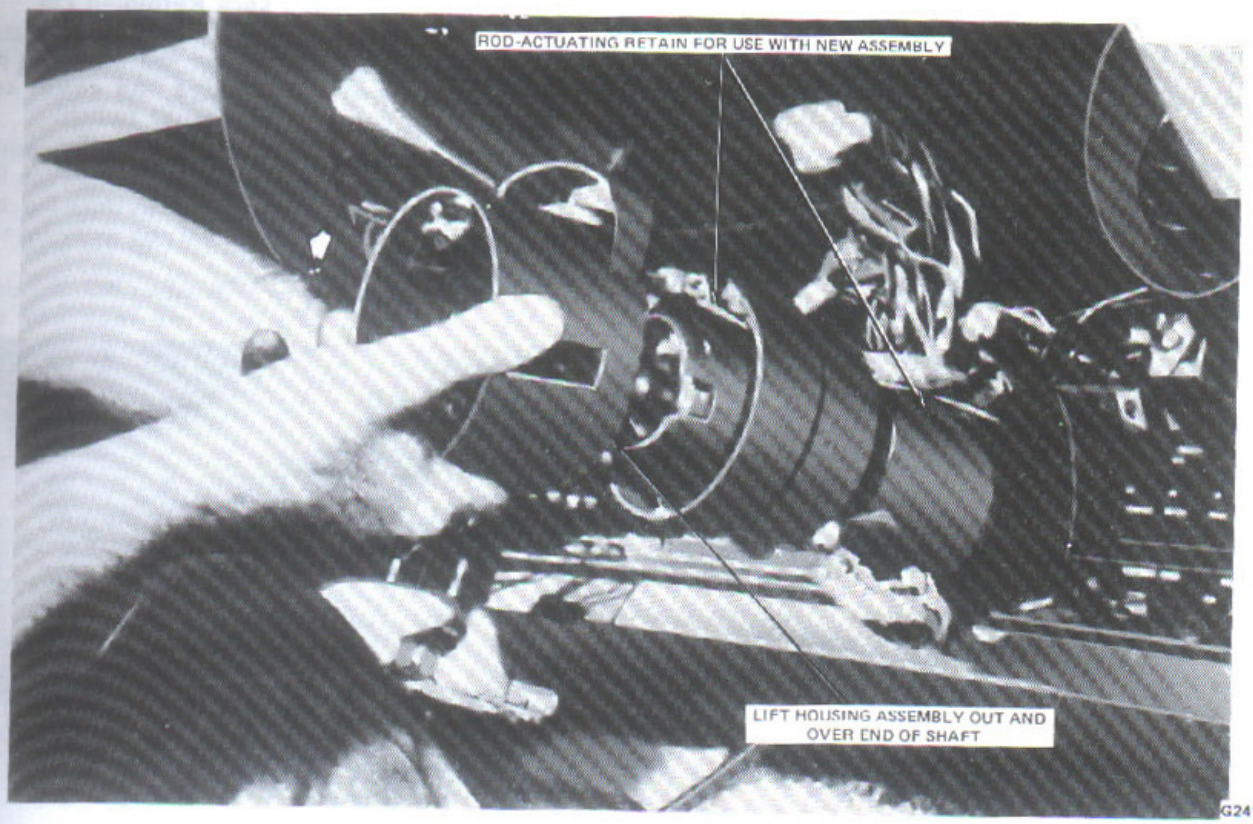

FIG. 11 Removing Flange Casting
7. Remove the upper bearing snap ring and the (2) T-bolt retaining nuts that secure the flange casting to the outer tube. Remove the entire flange casting assembly, the upper shaft bearing, the lock cylinder assembly, the ignition switch actuator and the ignition switch actuator rod by pulling the assembly over the end of the steering column shaft (Fig. 11).